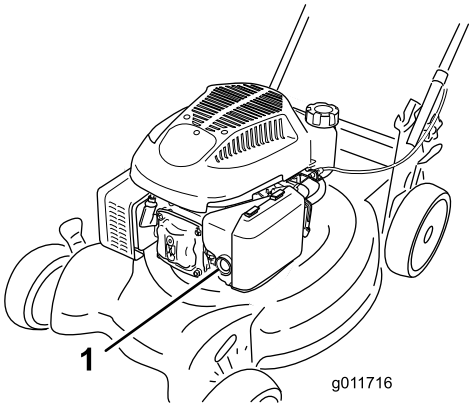

Figur 10
1. Trykk inn primeren bestemt tre ganger med tommelen. Hver gang holder du primeren inne i ett sekund før du slipper den (Figur 10).